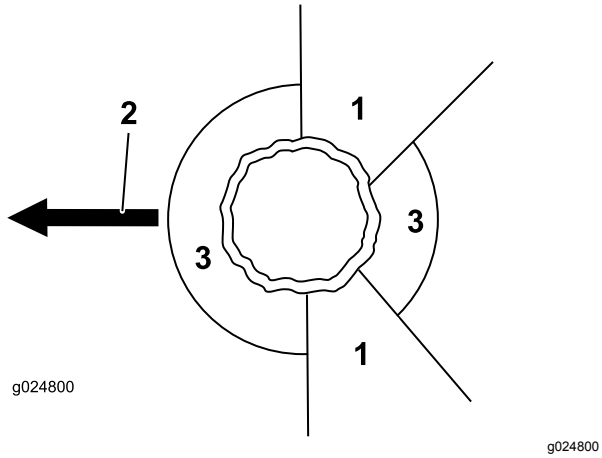

Figure 14
2. Determine a clear, safe retreat path away from the danger area; refer to Figure 14.